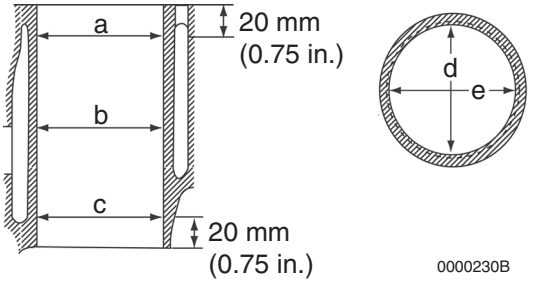

Figure 6-63
- Take measurements at three places **(Figure 6-63) (a, b, and c)**, and in two directions **(d and e)** in each cylinder. Collect and record the measurements. *See Cylinder Block on page 6-13 for specifications.*